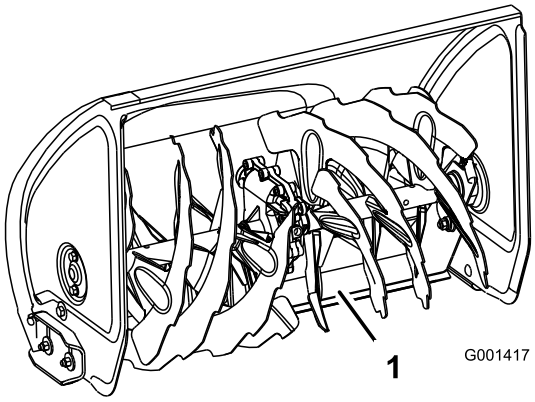

Figur 44
4. Tryck ned handtagen så att svängskrapan kan röra sig fritt framåt, och sätt sedan ned snöslungans främre del så att svängskrapans framdel nuddar marken (Figur 44).